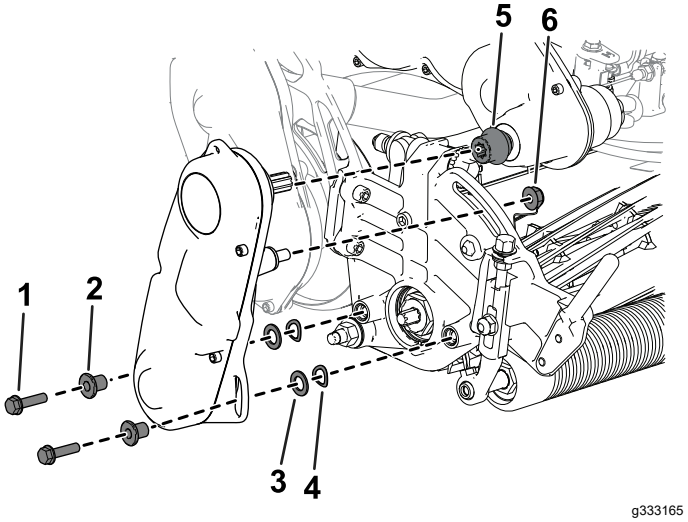

Figur 46
6. Bruk de tidligere fjernede sekskanthodeskruene, skivene og avstandsstykkene for å feste spoledrivenheten til sideplaten til klippeenheten (Figur 46).
Påse at drivakselen for spolemotorenhetens er montert på koblingen for girkassens drivaksel (Figur 46).